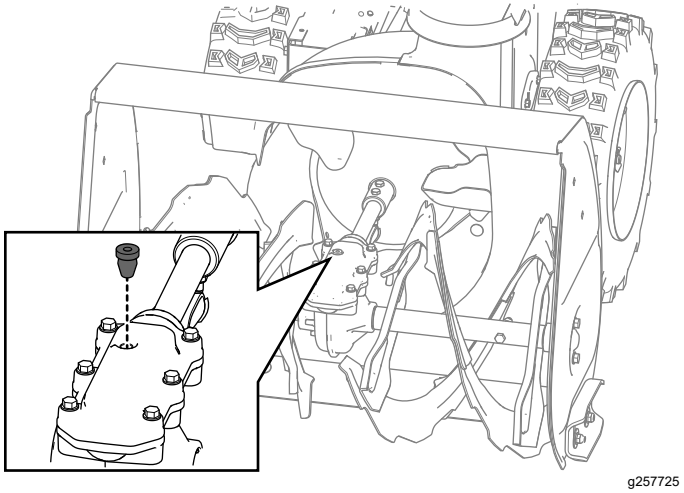

Figure 37
2. Nettoyez la surface autour du bouchon du tuyau et retirez le bouchon du boîtier d'engrenages (Figure 37).